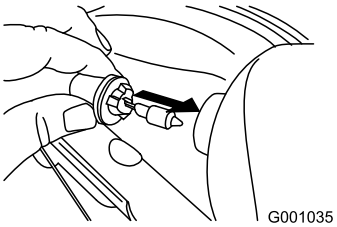

Figura 58
4. Inserite la nuova lampadina nel retro del faro (Figura 58).